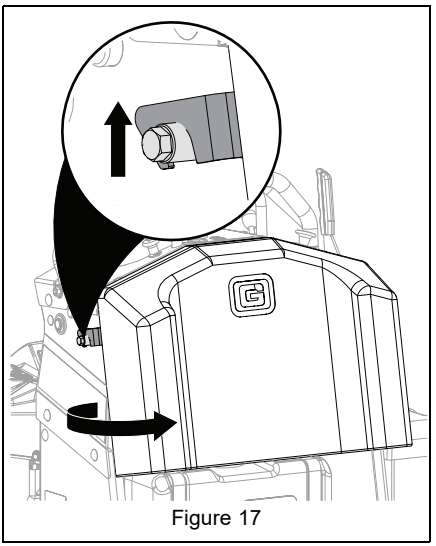

Figure 17
6. Disengage pad latch and rotate swing door outward. See Figure 17.